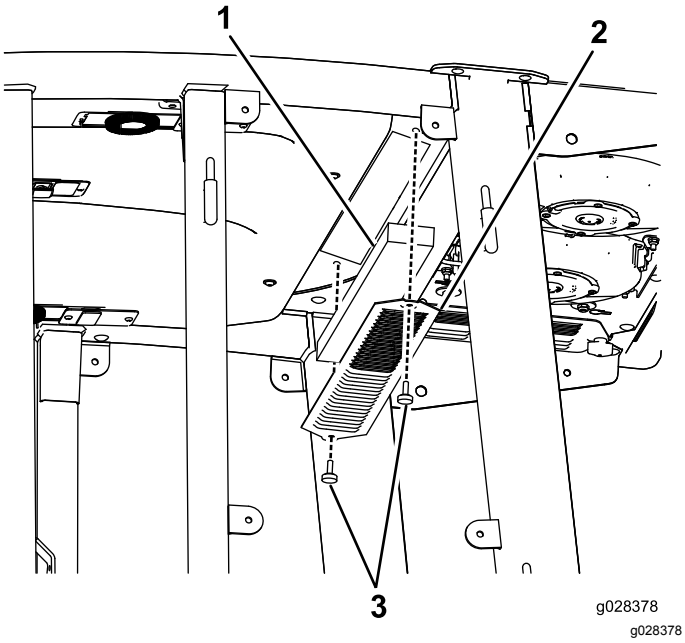
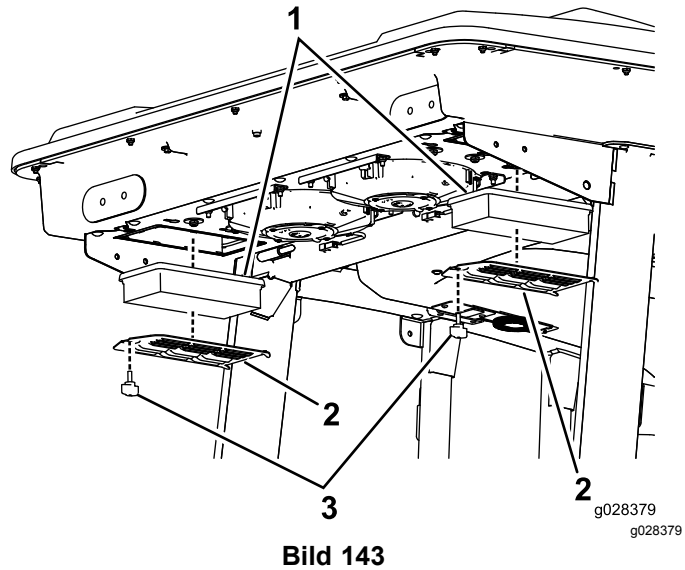
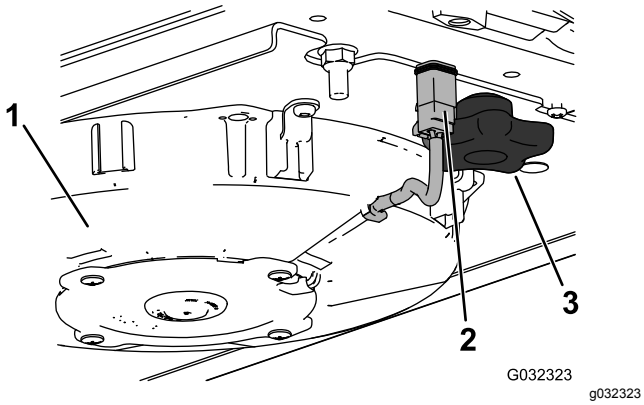
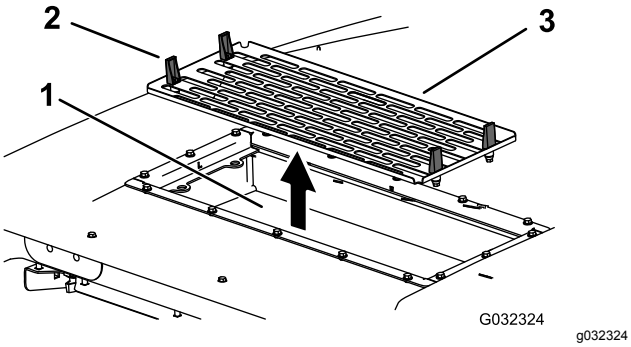

Bild 142
Bild 143
Bild 145
Bild 146
1. Nehmen Sie die Schrauben und Gitter von den internen und hinteren Kabinenluftfiltern ab (Bild 142 und Bild 143).
5. Entfernen Sie die Luftfilter (siehe Bild 143).
7. Bauen Sie Luftfilter, Gitter und Klimaanlage wieder ein (Bild 143, Bild 145 und Bild 146).
8. Schließen Sie das Kabel jedes Lüfters an (Bild 145).